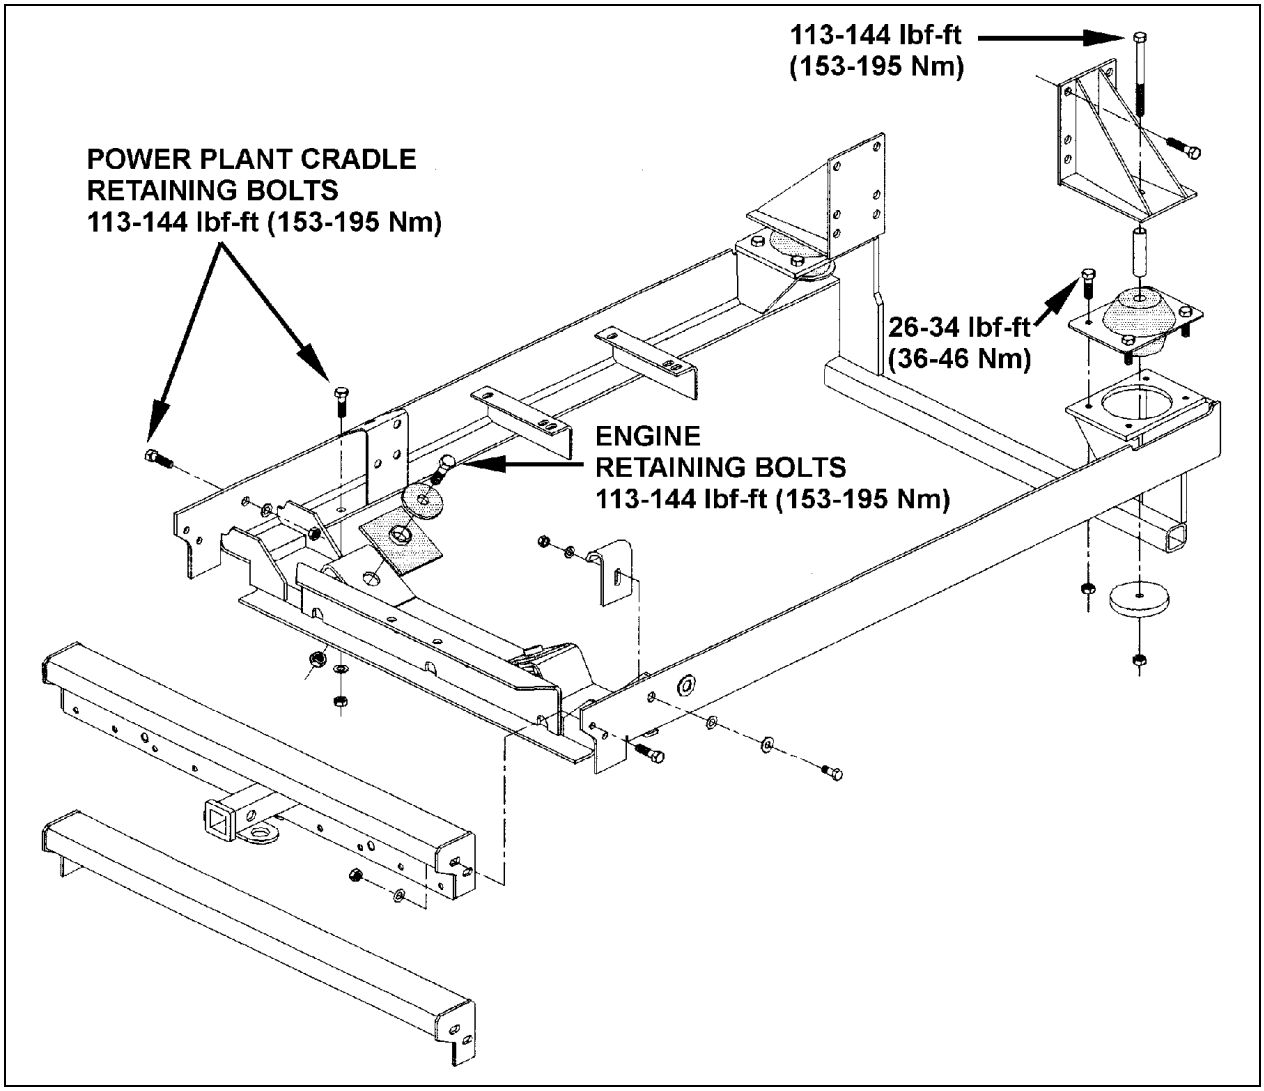

FIGURE 18: POWER PLANT CRADLE INSTALLATION 01107
37. Remove the six retaining bolts, washers and nuts securing the power plant cradle to the vehicle rear subframe (Fig. 18).
Two rubber mounts are used at the front of the engine while two others are mounted on each side of the flywheel housing (Fig. 18).